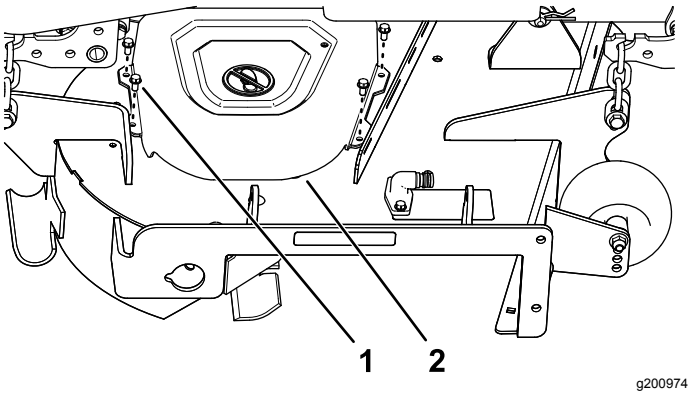

Figur 7
3. Lossa de fyra skruvarna (¼ x ½ tum) som fäster den högra remkåpan och lossa remkåpan (Figur 7).